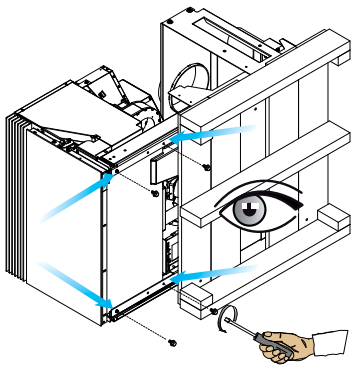

Afb. 6.1.5
5) Schroef de vier railbevestigingsschroeven aan de onderzijde van de inzethaard los (Afb. 6.1.5).